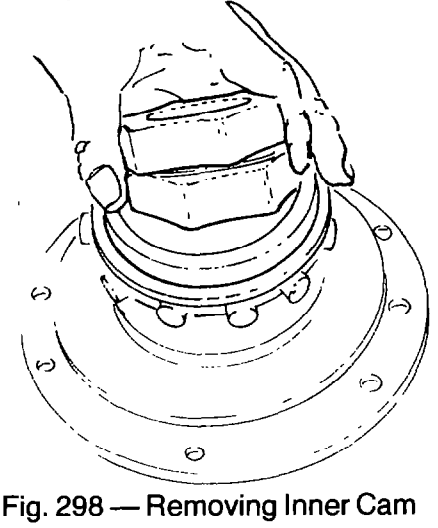

Fig. 298 — Removing Inner Cam
a. Push all the wedges out, away from the inner cam lobes, then remove the inner cam (see fig. 298).